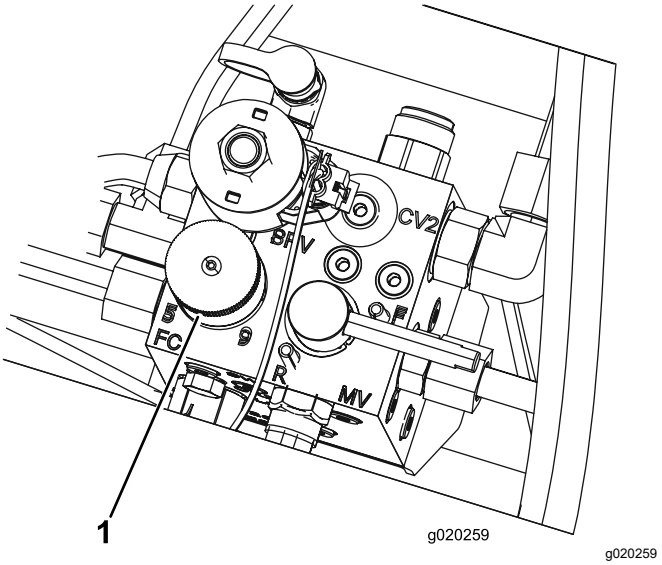

Figuur 32
4. Om het toerental in te stellen, draait u aan de knop (Figuur 32) tot de wijzer de gewenste instelling aangeeft.